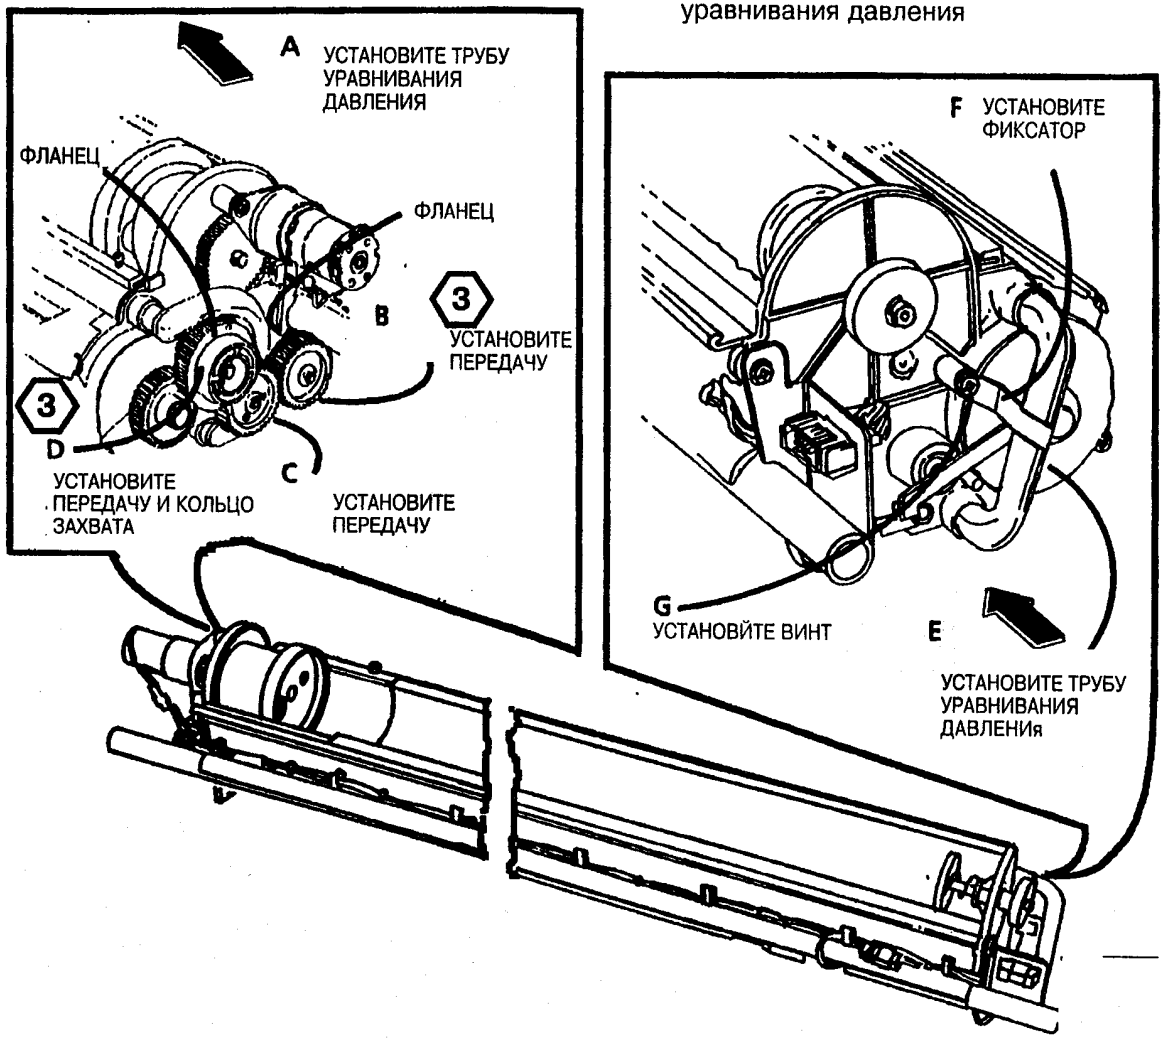

Рис. 12. Заново установите трубы уравнивания давления
20. (Рис.12): Заново установите трубы уравнивания давления